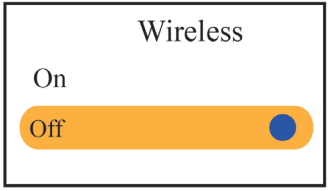

Figura 4.10F Impostazione Wireless
- Wireless: Per accendere/spegnere la funzione di collegamento wireless; l'impostazione predefinita è su "On", come mostrato nella figura 4.10F.